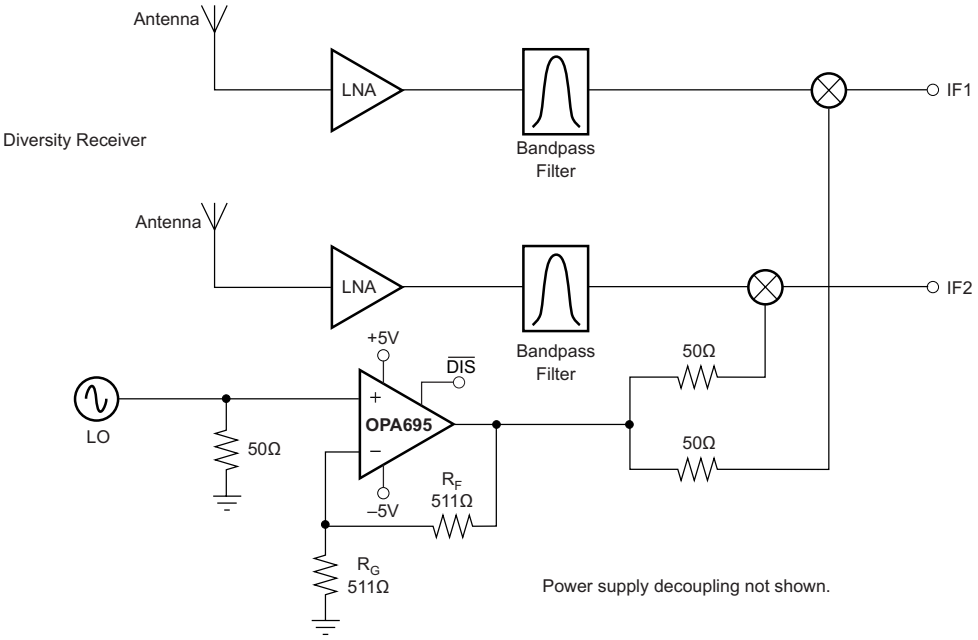

Figure 54. Dual Output LO Buffer
The OPA695 can also be used to buffer the Local Oscillator (LO) from the mixer. Operating at a voltage gain of +2, the OPA695 provides almost perfect load isolation for the LO, with a net gain of 0 dB to the mixer. Applications through 1.4-GHz LOs may be considered, but best operation would be for LOs < 1.0 GHz at a gain of +2. Gain can also be provided by the OPA695 to drive higher power levels into the mixer. One option for the OPA695 as an LO buffer is shown in Figure 54. Because the OPA695 can drive multiple output loads, two identical LO signals may be delivered to the mixers in a diversity receiver by tapping the output off through two series 50-Ω output resistors. This circuit is set up for a voltage gain of +2 V/V to the output pin for a gain of +1 V/V (0 dB) to the mixers, but could easily be adjusted to deliver higher gains as well.